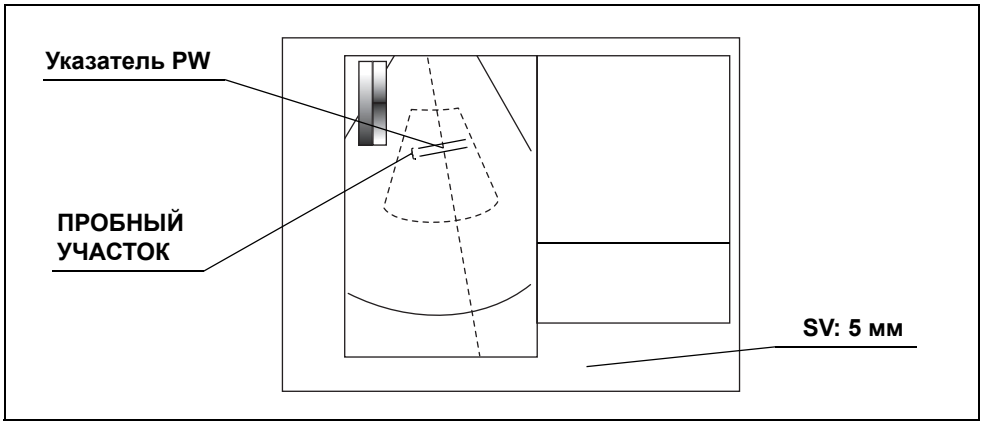

рисунок 7.120
- В окне исследования отображается значение ширины пробного участка (SV). (см. рис. 7.120)